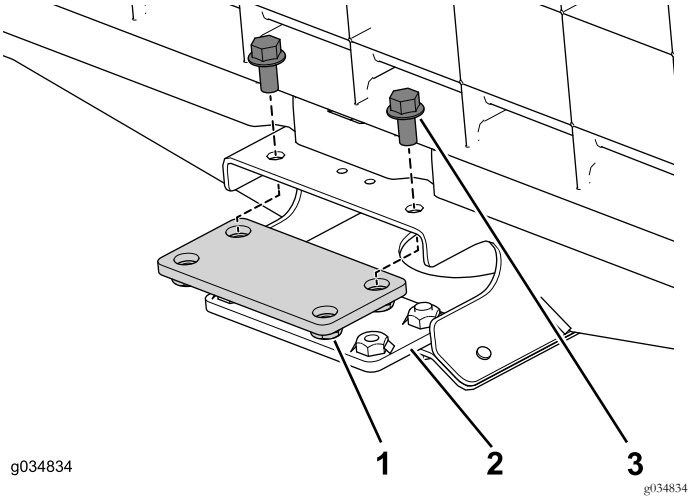

Figuur 69
1. Gebruik de 4 flensbouten (3/8 x 3/4 inch) om de bovenste en onderste verbindingsplaat losjes aan het centrale kanaal van het voorste gedeelte te bevestigen (Figuur 69).